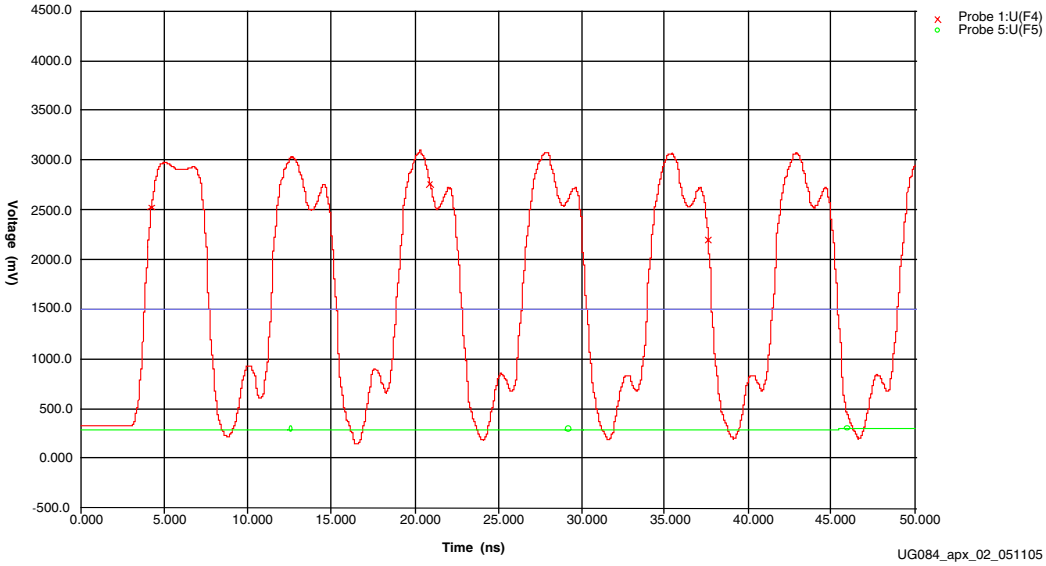

Figure A-2: **Top Jumper in Place (R2 only)**
- Figure A-2, Top Jumper in Place (R2 only)
In Figure A-2, the waveform shows destination pin U10.C13.